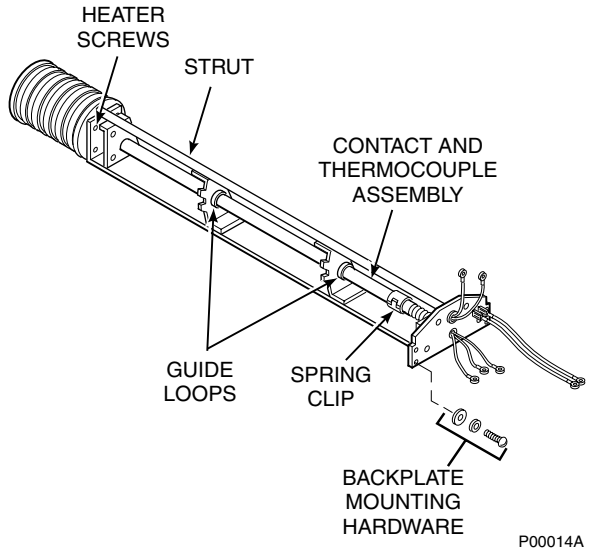

Figure A-15. Inner Probe Replacement (Heater, V-Strut, and Backplate Assembly)
b. Use a pencil to mark locations of spring clips on ceramic rod, Figure A-15.